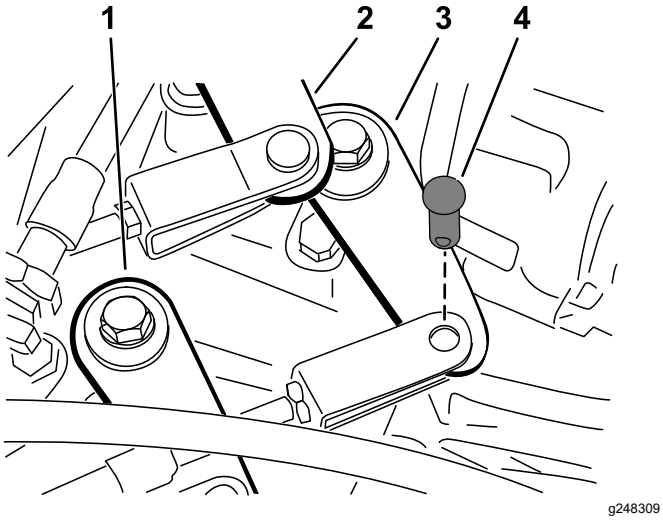

Figura 43
2. Retire los pasadores de horquilla que fijan los cables del cambio de marchas a los brazos de cambio del transeje (Figura 43).
1. Retire el pasador de horquilla que sujeta el cable de la palanca de cambio de intervalo al transeje (Figura 43).